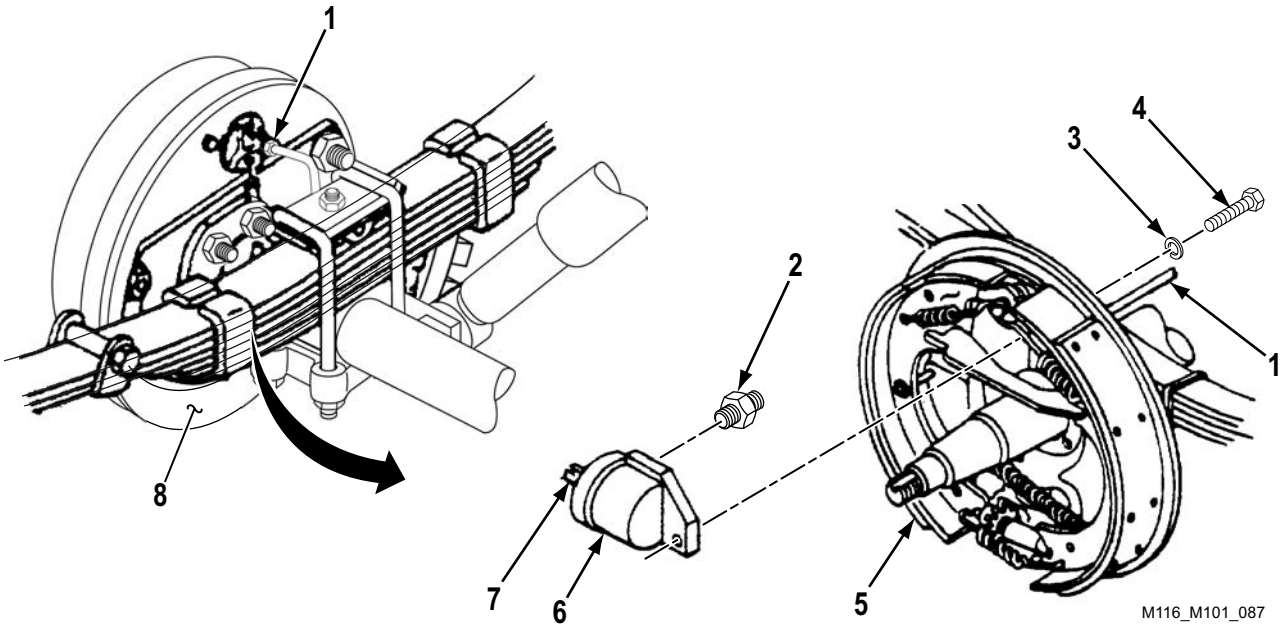

Figure 2. Wheel Cylinder Replacement.
1. If removed, install bleeder valve (Figure 2, Item 2) on wheel cylinder (Figure 2, Item 6).
2. Assemble wheel cylinder (Figure 2, Item 6) and link (Figure 2, Item 7) at backing plate (Figure 2, Item 8), with link (Figure 2, Item 7) engaged in primary brake shoe (Figure 2, Item 5). Install new lockwasher (Figure 2, Item 3) and bolt (Figure 2, Item 4) on wheel cylinder (Figure 2, Item 6). Torque bolt (Figure 2, Item 4) between 130 – 280 lb-in (15 – 32 N•m).
3. Connect hydraulic brake tube assembly (Figure 2, Item 1) to inlet of wheel cylinder (Figure 2, Item 6).